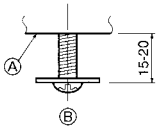

Fig. 10-5
10.4.1. Preparations (Fig. 10-5)
- Install the two enclosed screws with washer ② in the main unit (at the corner drain pipe area and at the opposite corner) as shown in the diagram.